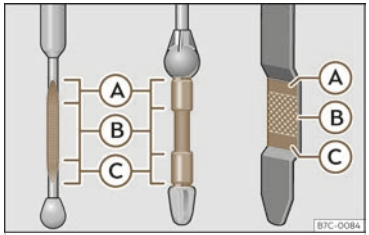

Fig. 240 Engine oil dipstick.
- Then pull it out again and check the oil level ››› Fig. 240. Top up with engine oil if necessary.
- When the oil level reaches at least zone ››› **Fig. 240** Ⓑ, carefully screw on the engine oil filler cap ››› ⓘ.